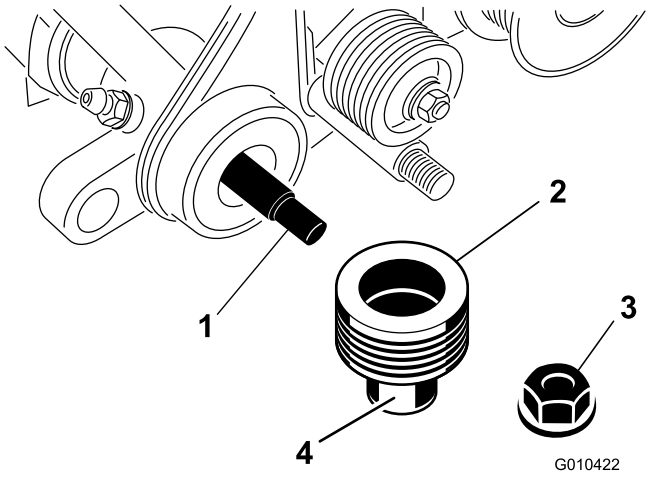

Figur 8
3. Påfør fedt på drivremskivens udvendige overflader som vist i Figur 8.
4. Skub remskiven op på trimmerakslen (Figur 8).
5. Fastgør remskiven til akslen med en låsemøtrik (3/8 tomme) som vist i Figur 8.